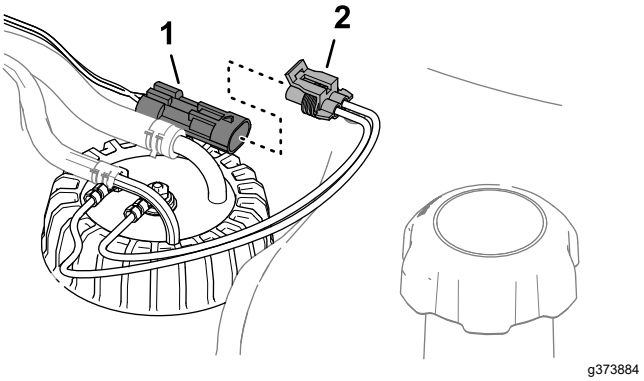

Figur 123
3. Fjern stikket med 2 sokler på brændstofsenderens ledningsnet fra stikket med 2 ben på maskinens ledningsnet (Figur 123).